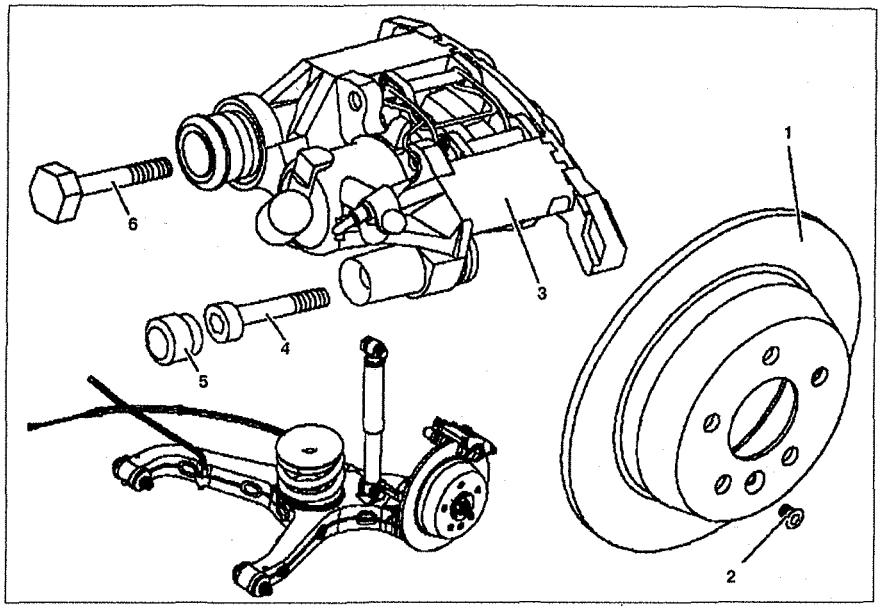

Рис. 9.8. Тормозной диск заднего тормозного механизма:
4. Снимите крышку **5** (см.рис.9.8).